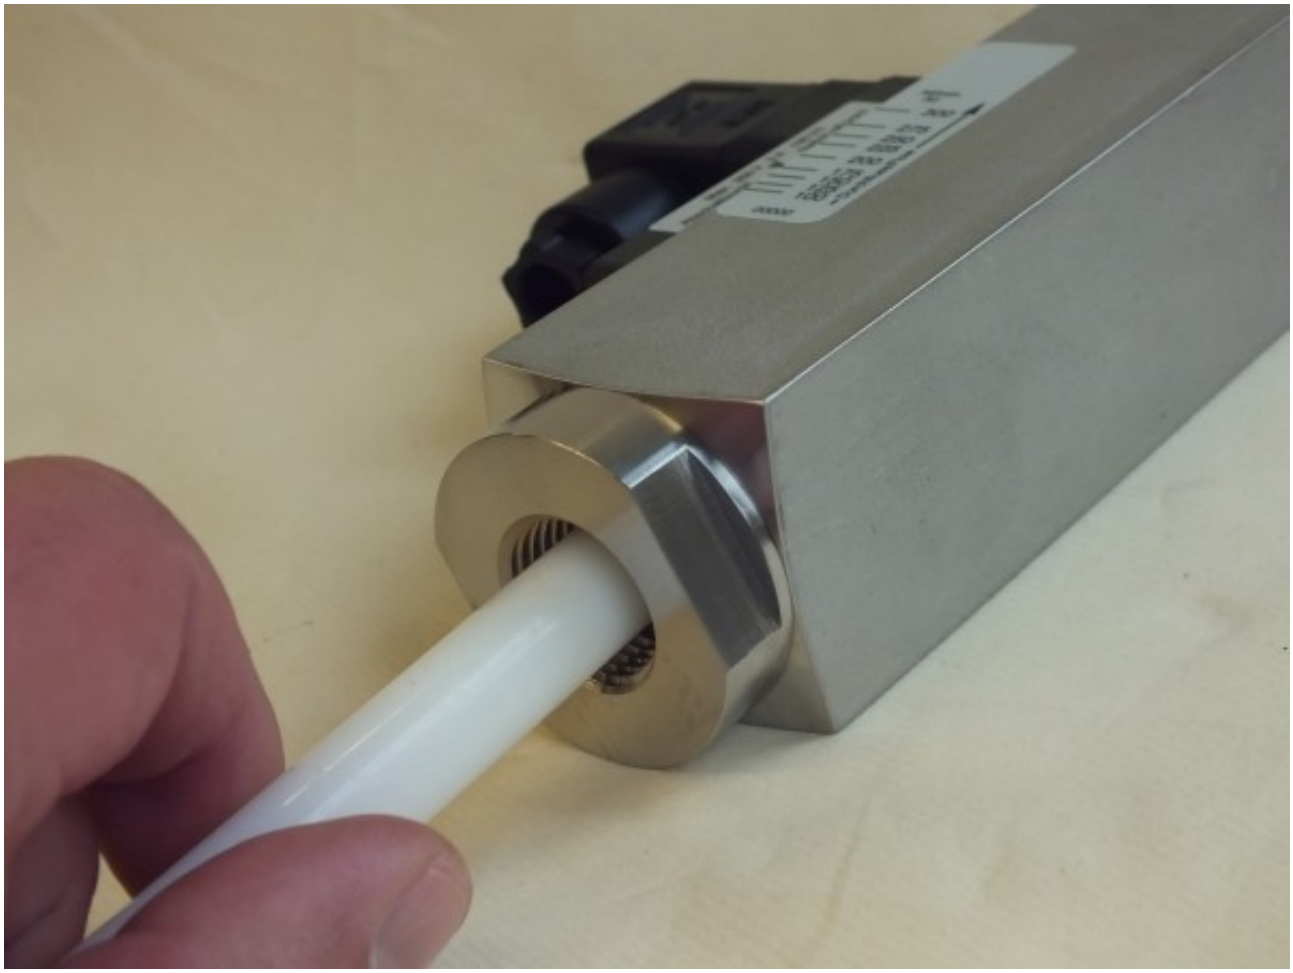

Fig. 64: Check for smooth operation
14. Check the float for ease of movement (*Fig. 64*) by applying light pressure with the test rod